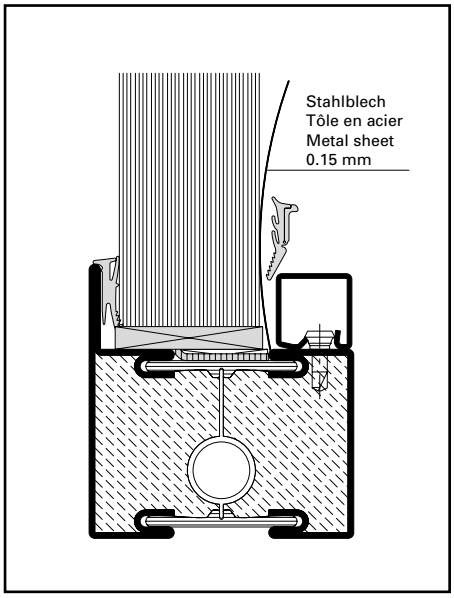

Abb. 21 / Fig. 21 / Fig. 21
- Dünne Stahlbleche (z.B. 0,15 mm) erleichtern das Eindrücken der Dichtungen im Bereich der Glasklötze (Abb. 21).
- Une fine tôle d'acier (par ex. 0.15 mm) facilite la rentrée du joint dans la zone de la cale (fig. 21).
- Thin pieces of metal sheet (e.g. 0.15 mm) will assist in pressing in the weatherstrip in the vicinity of the glazing pads (fig. 21).